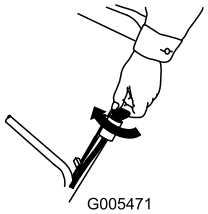
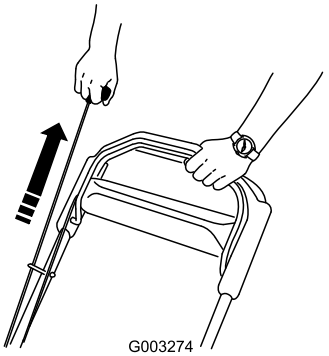

Figur 14
Figur 15
2. Vrid om startnyckeln (endast modell 20796) (Figur 14) eller dra i startsnöret (Figur 15).